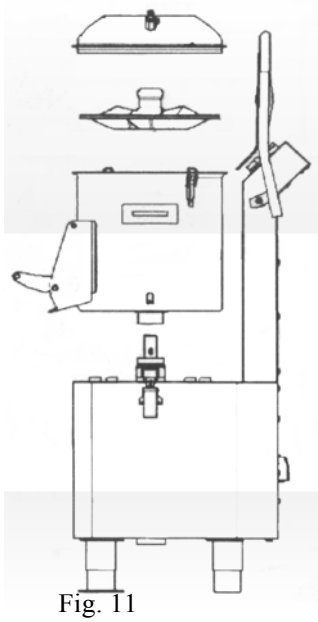

Fig. 11
- Installez la machine comme indiqué à la Fig. 11 ou sous la supervision d'un personnel qualifié.